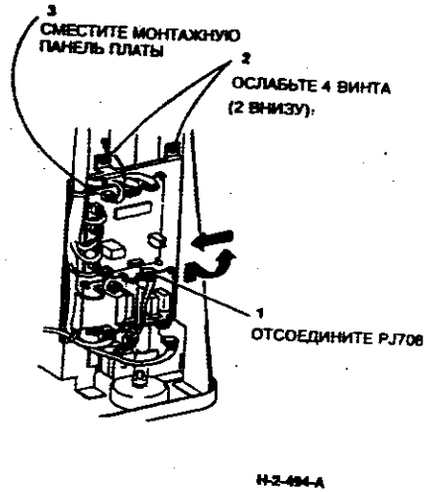

**Рисунок 1. Перемещение монтажной панели PWB**
2. (Рисунок 1) Сместите монтажную панель PWB.